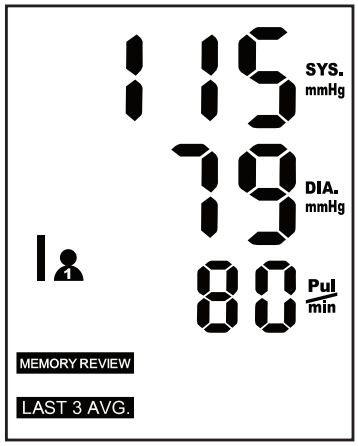

Fig. 1
1. Press the **MEM** button; the display will show the average of the last three measurements in that memory bank, Fig 1.